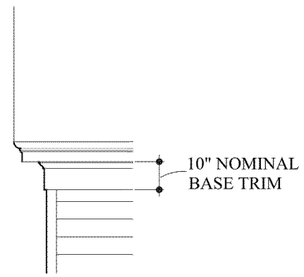

*Figure 13*
13. Cornices are required with a minimum 10" nominal base trim. Decorative trim may be applied within the frieze of the cornice as approved by the Village. See Figure 13.